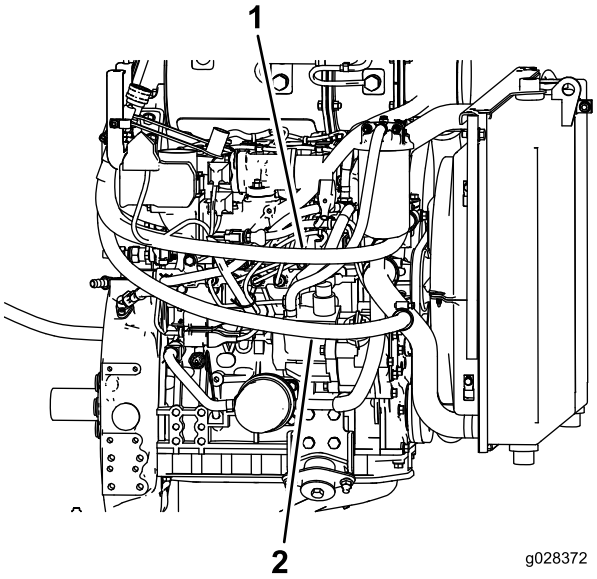

**Rysunek 19**
1. Poprowadź przewód w poprzek silnika (Rysunek 19).